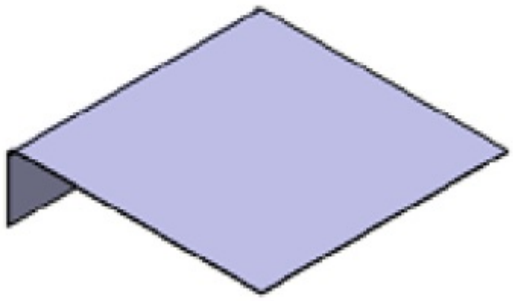

Figure 15-161 *Resulting flange feature*
6. Choose the **Reverse Direction** button, if required, and then choose the **OK** button. Figure 15-161 shows the resultant flange.